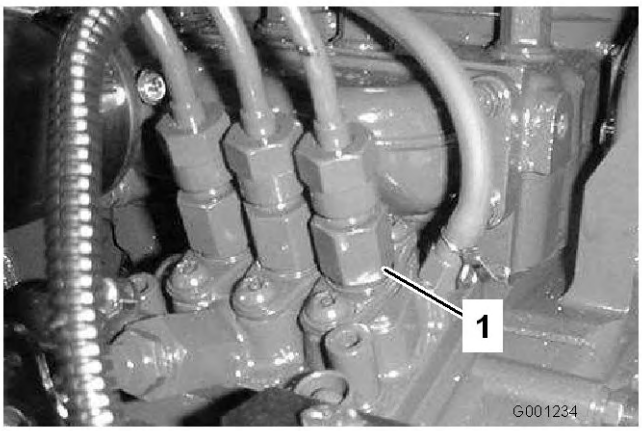

Figure 52
1. Desserrez le raccord entre l'injecteur Nº 1 et le porte-injecteurs sur la pompe d'injection (Figure 52).